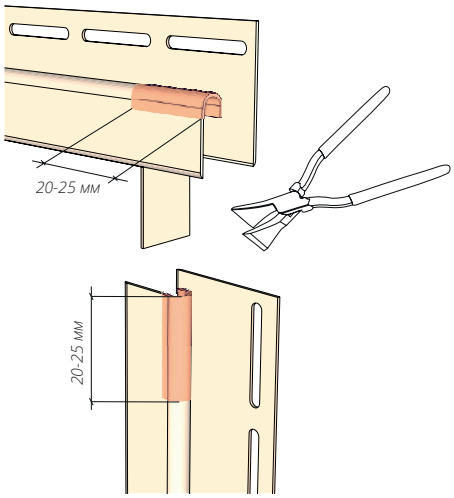

Рисунок 44
14.6 В случае если лицевые части J-профиля выступают, их нужно подрезать, подогнать (рис. 43). Обожмите края J-профиля (рис. 44) используя клещи. При соединении J-профиля под 45° обжим делать не нужно. Соединение с противоположной стороны J-профиля делается аналогично. После монтажа J-профили должны оставаться подвижными.